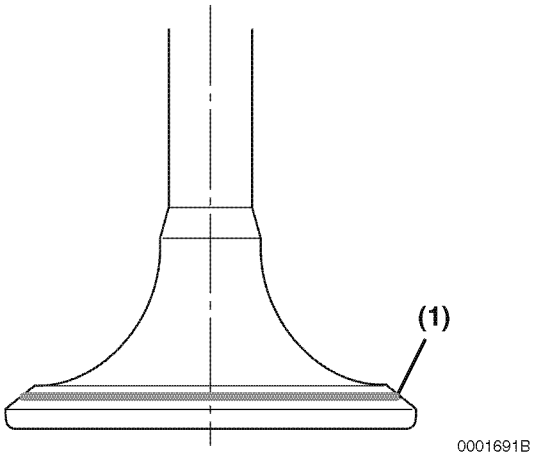

Figure 6-24
Coat the valve seat with a thin coat of bluing compound. Install the valve and rotate it to distribute bluing onto the valve face. The contact pattern should be approximately centered on the valve face **(Figure 6-24, (1))** and even in width.